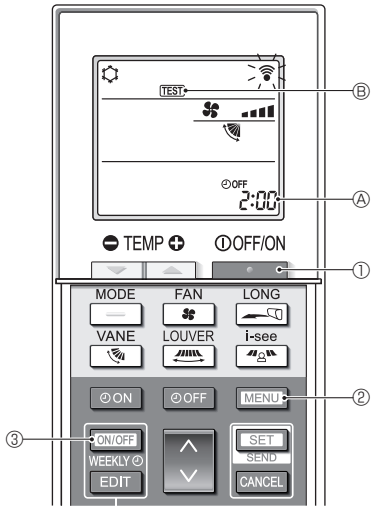

Fig. 7-5
7.2.2. Utilizar o controlo remoto sem fio (Fig. 7-5)
■ **Teste de funcionamento (Fig. 7-5)**
1. Prima o botão [ ] ① para parar o aparelho de ar condicionado.
- Se o temporizador semanal estiver activo (WEEKLY aceso), prima o botão ③ para o desactivar (WEEKLY apagado).
2. Prima o botão [MENU] ② durante 5 segundos.
3. Prima o botão [MENU] ②.